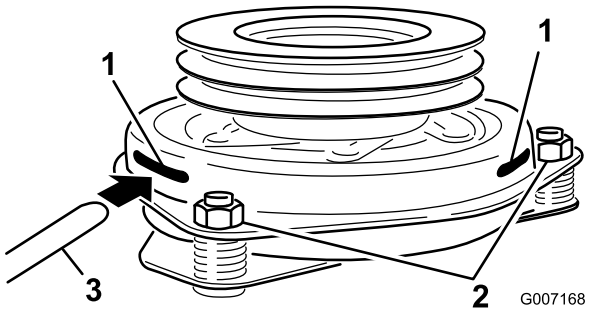

Figur 56
den er placeret mellem armaturet og rotorens friktionsoverflader (Figur 56).
10. Tilspænd låsemøtrikkerne, indtil søgeren binder let, men den kan let flyttes inden for luftgabet (Figur 56).